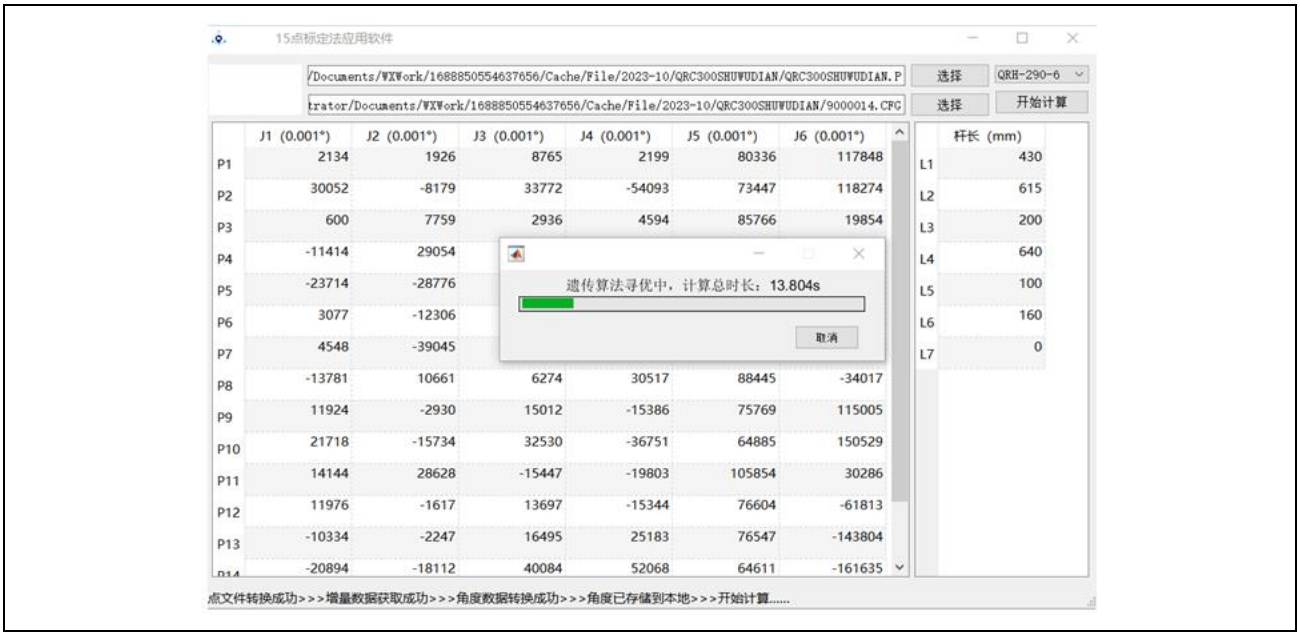
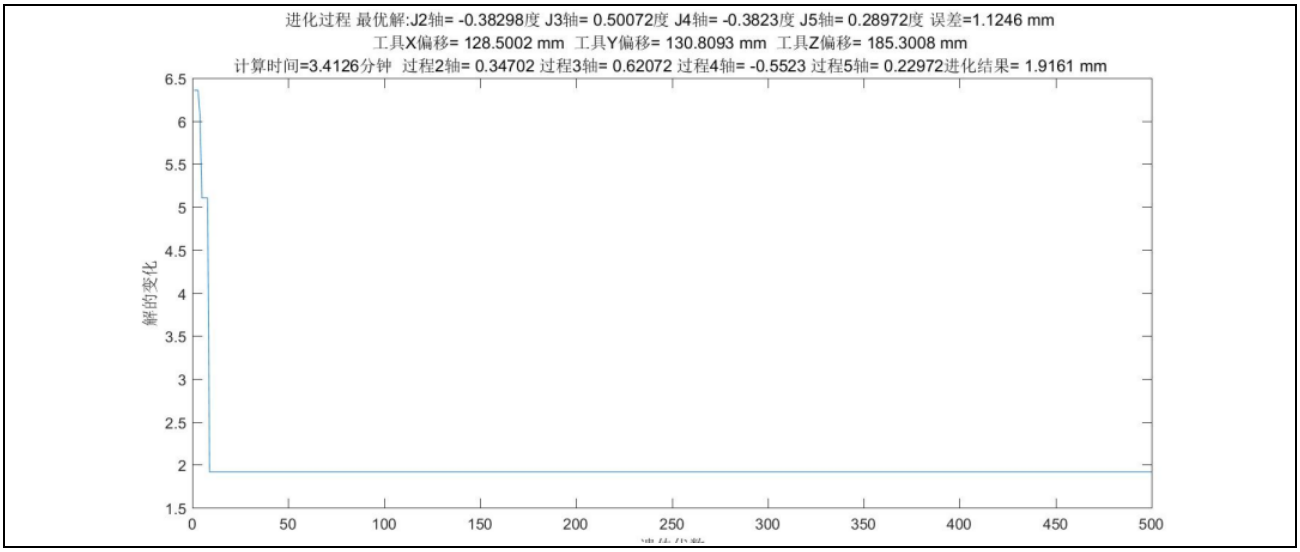

图6-16 导入点位信息后程序开始计算
图6-17 零位修正角度
5. 从主界面中点击下拉选择需要校准回零的的机型，进入“标定应用”界面，如图 6-16 所示，下拉 P 文件选择按钮，选择从示教器导出的校准点位置文件，点击“开始计算”，如图 6-17 所示；